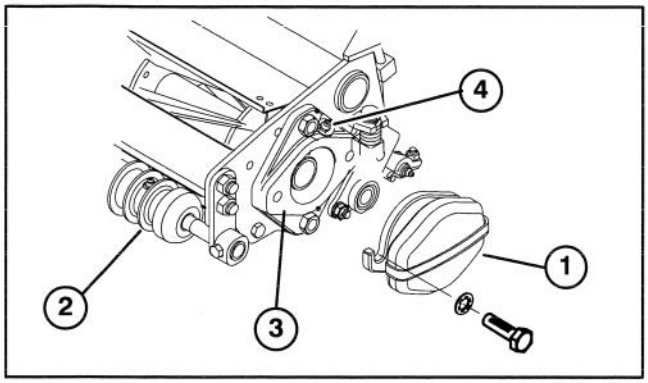
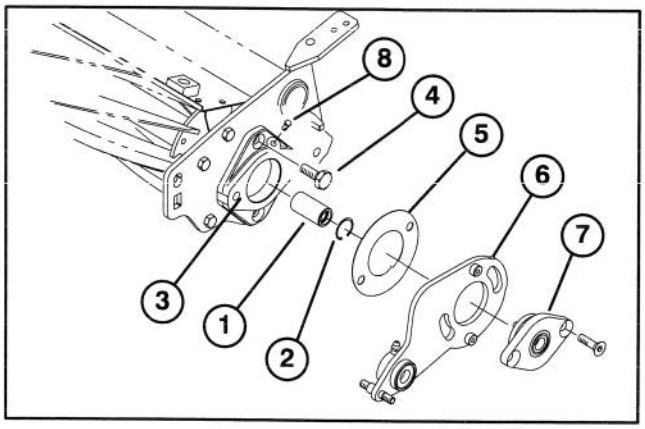

Figure 1
Figure 2
2. Remove front roller and roller brackets from cutting unit (Fig.1). Retain mounting hardware.
(1) Eccentric Bolt	Toro part No. 95–1617
(2) Lock Nuts	Toro Part No. 33024–00
3. Remove front roller from roller brackets (Fig. 1). Retain mounting set screws.
5. Remove (2) screws securing reel bearing housing to motor end of cutting unit. If screw heads are thick, replace with tapered thin head screws, included in kit.
6. Install screws from outside as shown in figure 2. Secure with tapered nuts previously removed.
7. Install drive coupler and snap ring into reel shaft (Fig. 2).
8. Remove grease fitting (Fig.1) from reel bearing housing and replace with plug (Fig. 2).